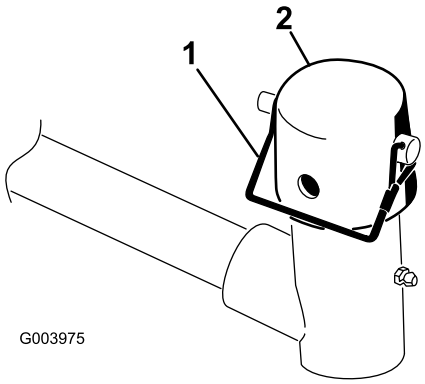

Figur 7
6. Fjern låsestiften og hætten fra løftearmens drejegaffel (Figur 7).
10. Fastgør hætte og bærerammens aksel på løftearmsgaflen med låsestiften. Brug rillen, hvis der ønskes en klippeenhed med styring, eller brug hullet, hvis klippeenheden skal fastlåses i positionen (Figur 7).